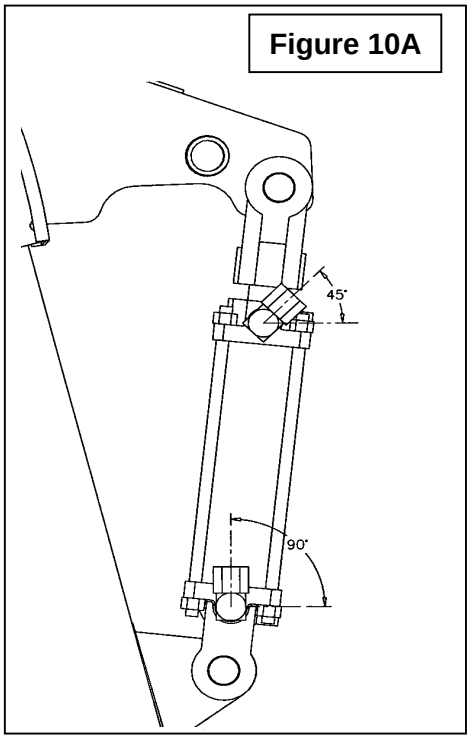

Figure 10A
9. Mettre un coude 90° le bout mâle NPT enduit de téflon (item 9) dans chaque port du cylindre (item 1). Voir figure 10A pour position des coudes.
10. Brancher le boyau 1/4" x 83" le bout 3/8 NPT enduit de téflon (item 5) qui est sur le dessus de la valve (item 4) au port du haut du cylindre (item 1) en le glissant dans le support de boyaux (fig, 9A, item 4). Brancher l'autre boyau 1/4" x 83" (item 5) dans l'autre port du cylindre en le glissant aussi dans le support de boyau (fig, 9A, item 4). Ne pas serrer immédiatement.
11. Mettre un réducteur 1/2" NPT mâle x 3/8" NPT femelle enduit de téflon (item 8) sur chaque port du cylindre (item 1). Ensuite mettre un coude 90° le bout mâle NPT enduit de téflon (item 9) dans chaque réducteur (item 8). Voir figure 10A pour position des coudes.
12. Brancher le boyau 1/4" x 83" le bout 3/8 NPT enduit de téflon (item 5) qui est sur le dessus de la valve (item 4) au port du haut du cylindre (item 1) en le glissant dans le support de boyaux (fig, 9A, item 4). Brancher l'autre boyau 1/4" x 83" (item 5) dans l'autre port du cylindre en le glissant aussi dans le support de boyau (fig, 9A, item 4). Ne pas serrer immédiatement.